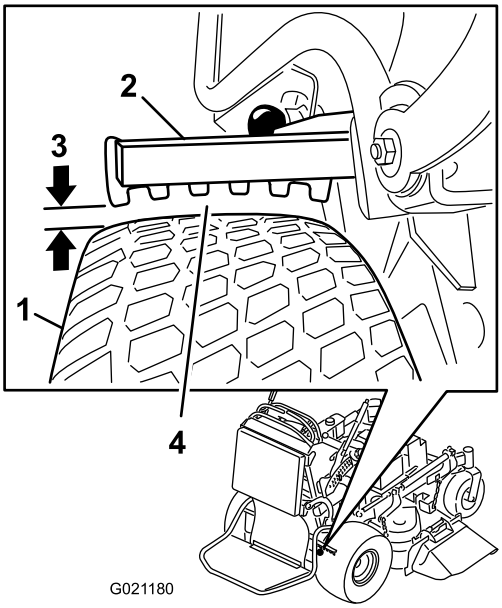

Figur 62
6. Använd sidan med det minsta avståndet och säkerställ att avståndet är 3 till 6 mm som i Figur 62. Om justering krävs, se Justera bromsarna (sida 46).
5. Justera oket (Figur 62).